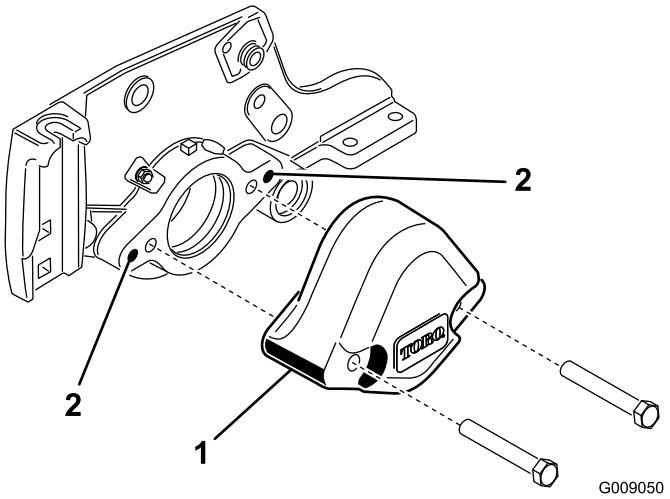

**Figura 5**
3. Togliete i 2 bulloni che fissano il contrappeso all'estremità sinistra dell'apparato di taglio. Rimuovete il contrappeso (Figura 5).
4. Usate la punta da 3/8-16 per rimuovere la vernice dai fori di fissaggio esterni sulla piastra laterale (Figura 5).